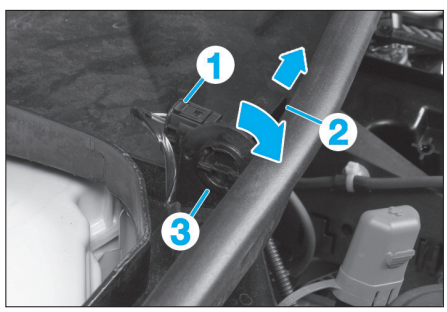

Fig. 55
• A proximité de la borne positive dans le compartiment moteur, déverrouiller et débrancher le connecteur (1) **(Fig.55)**.